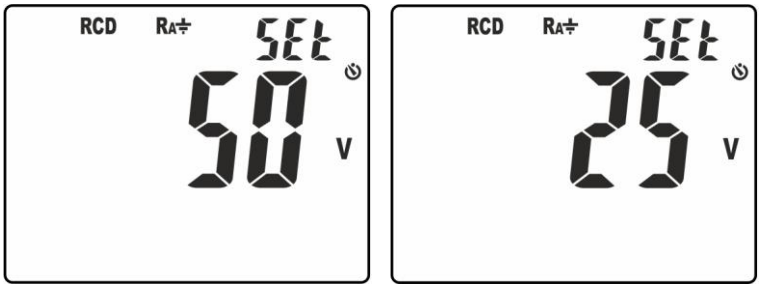

Fig. 5: Configuration de la limite sur la tension de contact
2. En maintenant la touche ▼/💡enfoncée, allumer l'instrument en tournant le sélecteur. La page-écran de la Fig. 5 – partie gauche s'affiche à l'écran avec le symbole «Set» clignotant.